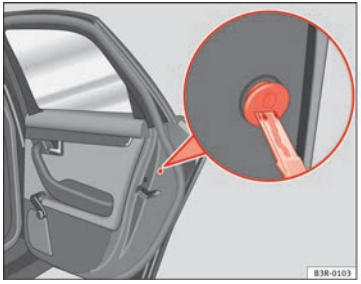

Fig. 72 Manual locking device
– Use the key ⇒fig. 72 to turn the cap slightly and then fold it downwards.